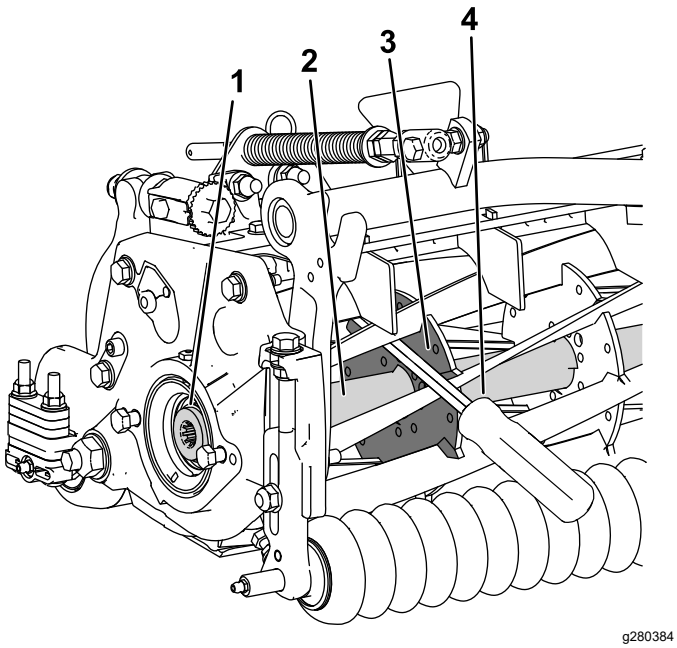

图 29
1. 将一根长柄撬棍建议尺寸为 0.95cm x 30.48cm带螺丝刀柄插入滚刀组前面最靠近需要扭转的滚刀组一侧图 29。
2. 将撬棍靠着内部滚刀组加强板的焊接侧放置图 29。